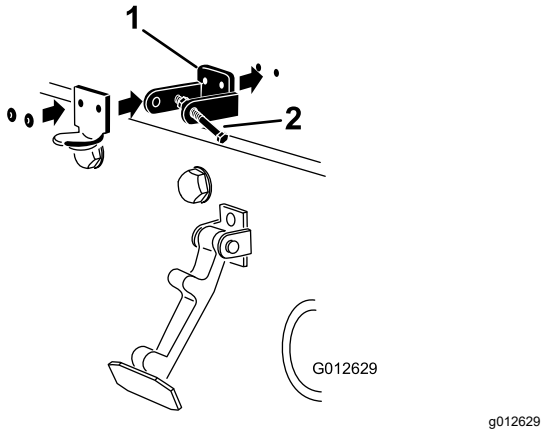

Figura 8
4. Mentre allineate i fori di montaggio, posizionate la staffa di bloccaggio CE e la staffa del fermo del cofano sul cofano (Figura 8).
6. Rivettate le staffe e le rondelle al cofano (Figura 8).